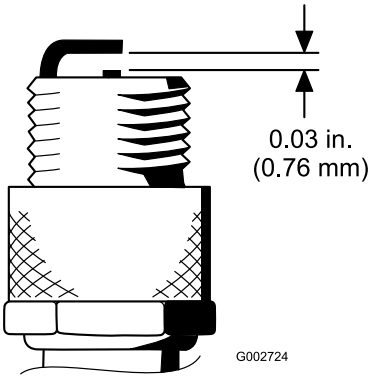

Figur 32
4. Kontrollera att luftgapet mellan mitt- och sidoelektroderna är 0,76 mm. Se (Figur 32).